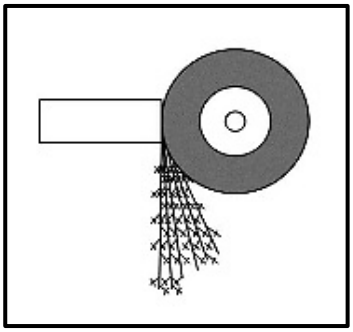

FIGUUR 1.4
1.4 Identifiseer die toets in FIGUUR 1.4 hieronder.